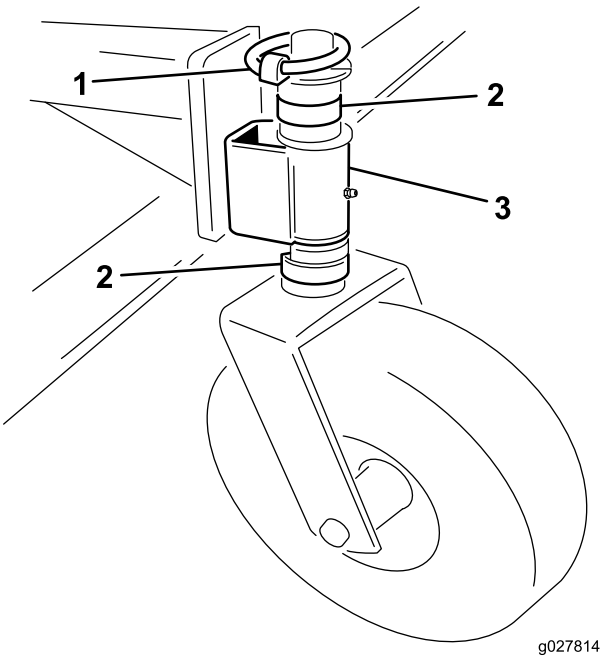

Figura 6
1. Remova o passador de forquilha do eixo (Figura 6).